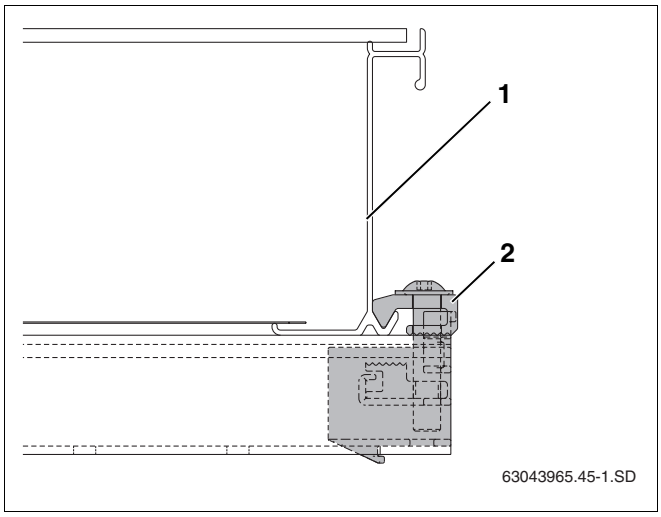

Abb. 46 Verschraubter einseitiger Kollektorspanner
- Kollektor (Abb. 46, **Pos. 1**) vorsichtig an den einseitigen Kollektorspanner schieben und waagerecht ausrichten.
- Einseitigen Kollektorspanner mit dem Schlüssel SW5 verschrauben (Abb. 46, **Pos. 2**).
Der Niederhalter (Abb. 46, **Pos. 2**) des Kollektorspanners greift jetzt in der unteren Kollektorkante.